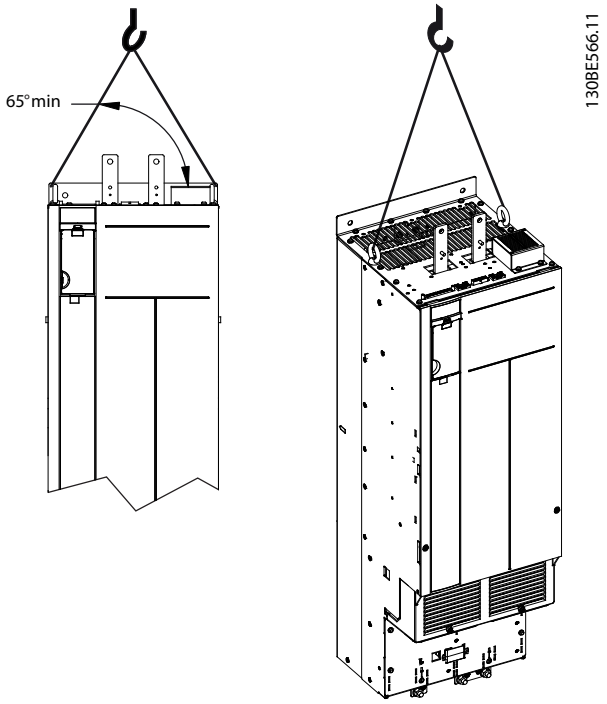

Рисунок 4.3 Поднятие преобразователя частоты
Преобразователь частоты можно поднимать только за предназначенные для этого рым-болты. См. *Рисунок 4.3*.
- **Углы между верхней частью модуля преобразователя частоты и подъемными стропами влияют на максимальную допустимую нагрузку на стропы. Эти углы должны быть не менее 65°. См. *Рисунок 4.3*. Подберите размер строп и закрепите их надлежащим образом.**